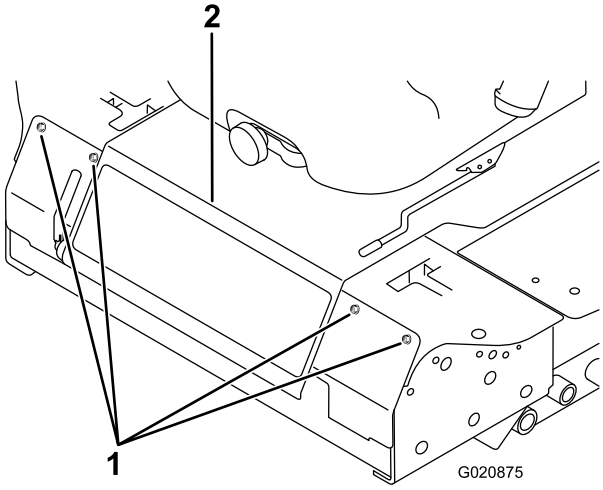

**Figur 53**
2. Fjern de bolte, der fastgør frontpanelet, og tag panelet af (Figur 53).